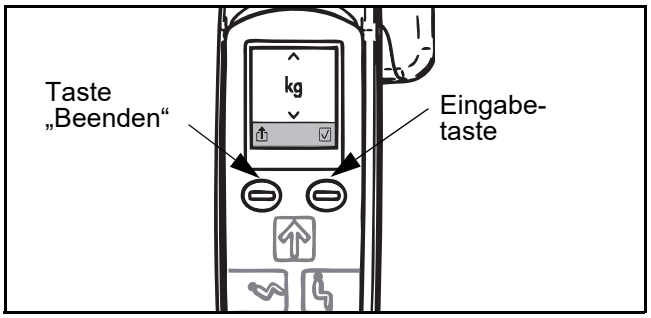

Abb. 72
3) Drücken Sie die Eingabetaste zum Zugriff auf die Maßeinheitenoption. Die Maßeinheiten „kg“ oder „lb“ ersetzen das Waagensymbol in der Mitte des Bildschirms (siehe Abb. 72).